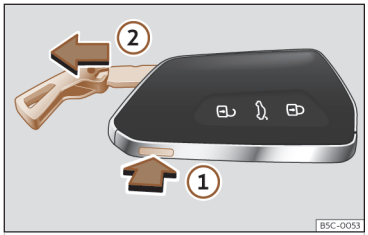

Abb. 70 Fahrzeugschlüssel: Schlüsselbart herausziehen.
- Drücken Sie die Taste ››› **(Abb. 70)** ①, um die Öse als Schlüsselband freizugeben und den Schlüsselbart herauszuziehen ②. Durch leichten Druck auf die Öse wird diese als Schlüsselband freigegeben.
- Zum Entriegeln drücken Sie die Taste ››› **(Abb. 70)** ①. Halten Sie die Taste ① gedrückt und ziehen Sie gleichzeitig die Öse in Pfeilrichtung ››› **(Abb. 70)** ②, um den Schlüsselbart vollständig herauszuziehen.